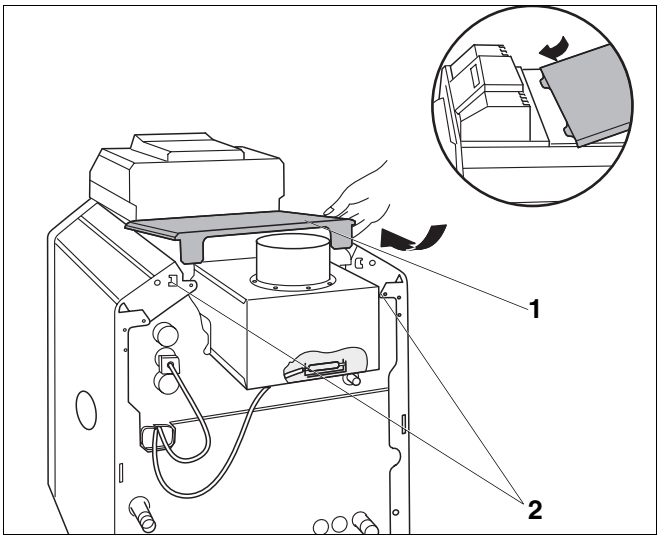

Rys. 21 Zamknięcie kotła grzewczego i sterownika
- Tylną pokrywę kotła (rys. 21, **poz. 1**) wsunąć zaczepami pod przednią pokrywę kotła i docisnąć od tyłu do dołu (rys. 21).
- Skręcić tylną pokrywę kotła z jego bocznymi ściankami (rys. 21, **poz. 2**).